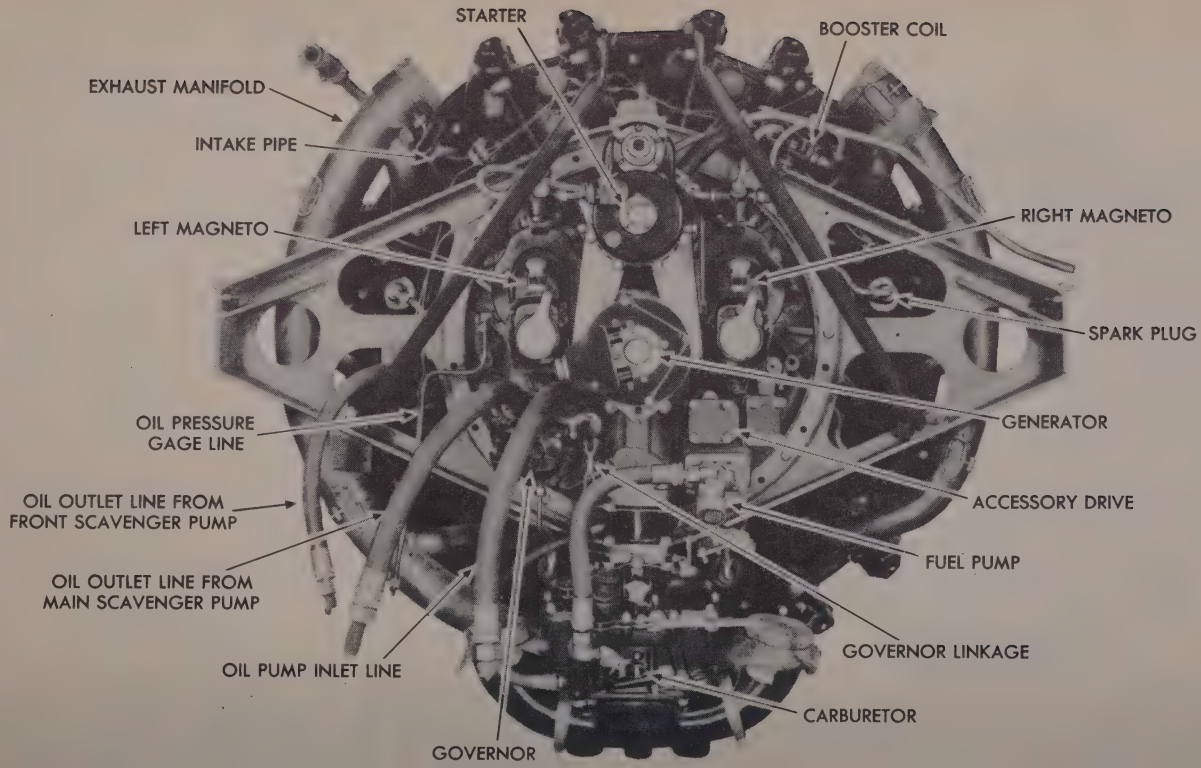

Figure 53—Rear View of Engine with Support Beam
d. The two magnetos, starter, generator, governor, oil pump, and fuel pump are mounted on the accessory case at the rear of the engine (fig. 53). The carburetor is mounted on the extreme lower end of the rear section. The accessory case is attached to the rear face of the crankcase and houses the gear train that drives the various accessories, such as the magnetos, starter, generator, etc.